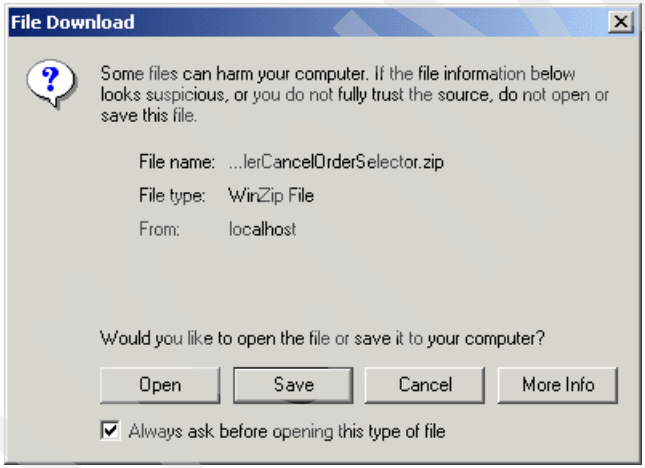

Figure D-19 The File Download window
6. In the File Download window (Figure D-19), click **Save**.